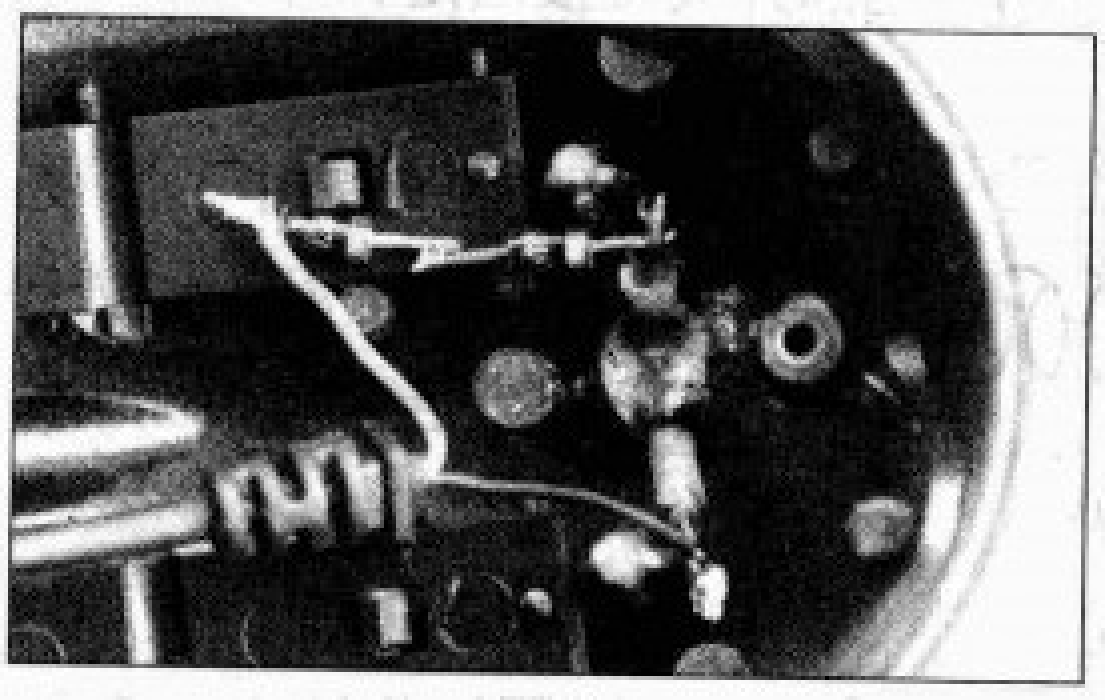

图5
4.观察原鼠标电路板，鼠标引线的焊点附近有一只电解电容，电源线则和此电容并联，由此可以确定鼠标线中的电源线。把电源线串接上两只1N4001后再分别焊接于护套线的两根芯线上（图5）。焊接好后再盖上鼠标，键盘灯的底座和支架就完成了。